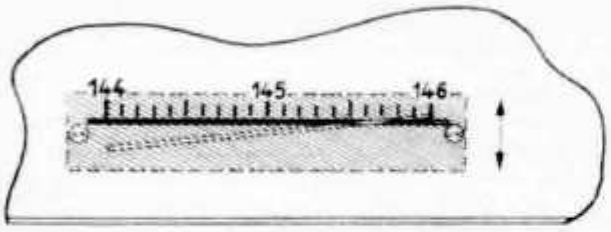

Abb. 10. Die Zeichnung ist eine transparente Darstellung der Skalenanzeige
Zum Schluß wird die Mechanik der Permeabilitätsabstimmung eingepaßt. Diesbezügliche Einzelheiten zeigt Abb. 9. Die Bedeutung der Einzelteile ist der Bildunterschrift zu entnehmen. Die zwei Randbohrungen des Kernträgers (7) dienen der Befestigung einer durch zwei Bolzen getragenen Skalenkurve, von der, wie Abb. 10 veranschaulicht, durch einen 1 mm breiten und 90 mm langen Schlitz im Gehäusedeckel ein kurzer Abschnitt herausschaut.